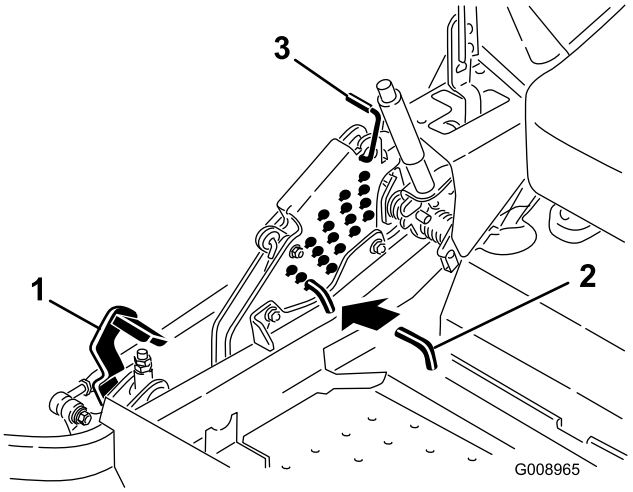

Figur 26
2. Træd på pedalen til skjoldløft, og hæv plæneklipperskjoldet til transportpositionen (også klippehøjdepositionen på 140 mm) (Figur 26).
3. Du kan justere højden ved rotere splitten 90 grader og fjerne splitten fra klippehøjdebeslaget (Figur 26).
4. Vælg et hul i klippehøjdebeslaget, som svarer til den ønskede klippehøjde, og sæt splitten i (Figur 26).